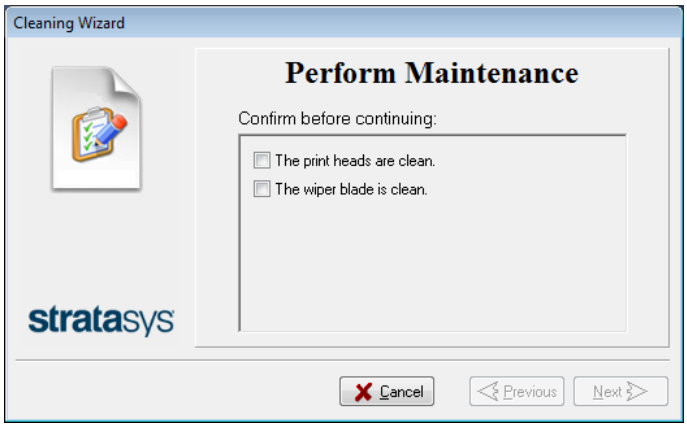

Figure 4-42 Wizard screen during cleaning tasks
13. Select the confirmation check boxes in the wizard screen (see Figure 4-42) and click Next.